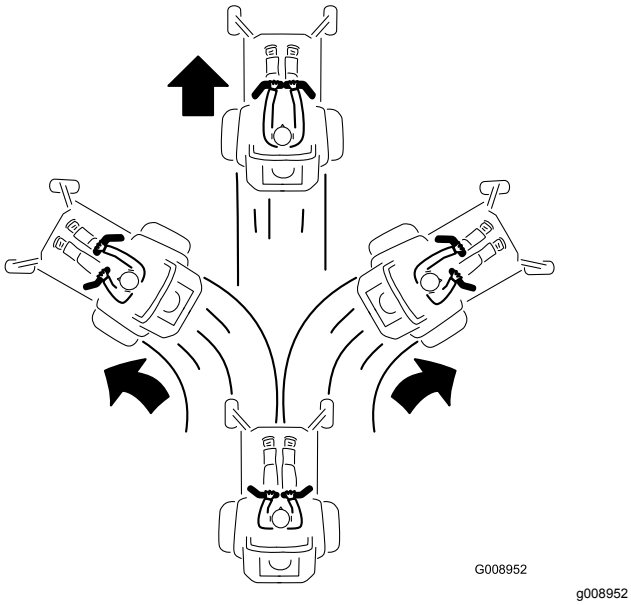

Figur 14
2. Kör framåt genom att försiktigt föra rörelsereglagespakarna framåt (Figur 14).
Du kör rakt genom att trycka lika mycket på båda rörelsereglagespakarna (Figur 14).
För att svänga lättar du på trycket på den rörelsereglagespak som är närmast det håll som du vill svänga åt (Figur 14).